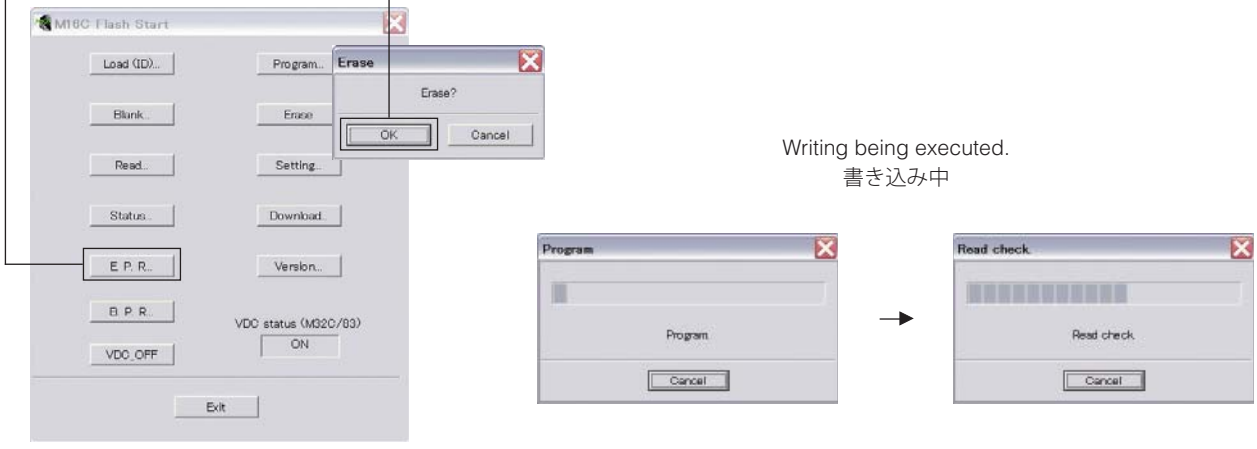

Fig. 6
8. Click [E.P.R.], then the "Erase" screen appears. (Fig. 6)
9. Click [OK] to start writing. (Fig. 6)
8. [E.P.R] をクリックすると、「Erase」が表示されます。(Fig. 6)
9. [OK] をクリックし、書き込みを開始します。(Fig. 6)